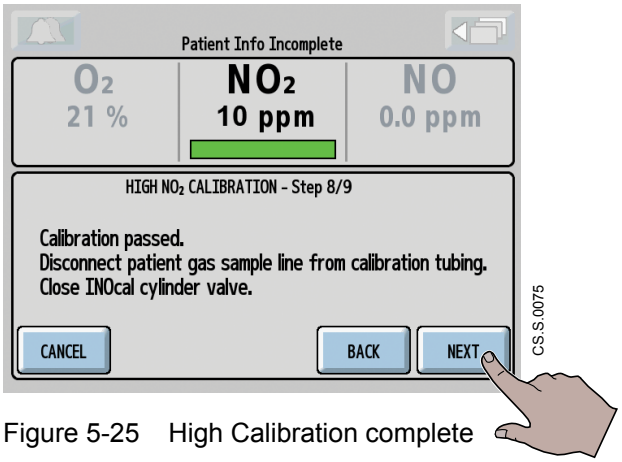

Figure 5-25 High Calibration complete
- The screen will display 10 ppm NO_2 with a green bar below (see Figure 5-25).
Table 5-9 Screen Buttons, Figure 5-25